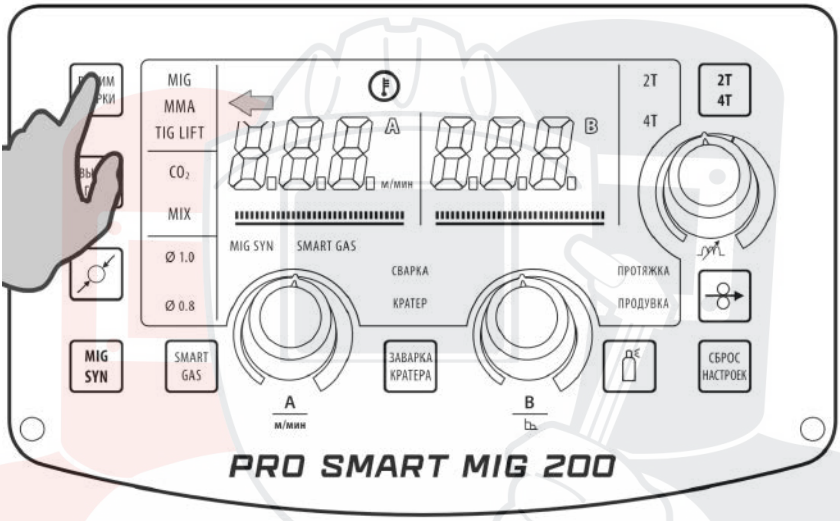

Рис. 10.1.1. Выбор способа сварки.
**1.** Перейдите в режим ММА (См. табл. 7.0.1, поз. 12) на передней панели сварочного аппарата (См. рис. 10.1.1).